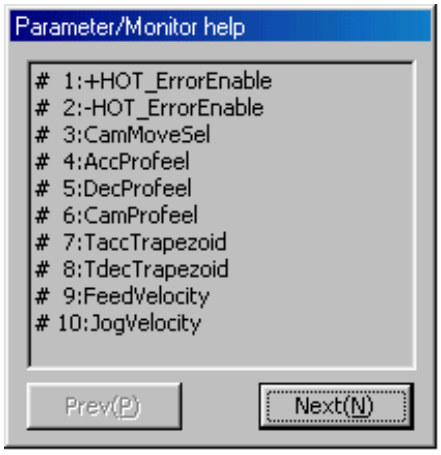

Figure 7.14 “Parameter/Monitor help” dialog box
(5) Parameter/monitor help
In the “Terminal” menu, click *“Parameter/Monitor help (H)”* under “List” to display the “Parameter/Monitor help” dialog box (see Figure 7.14).